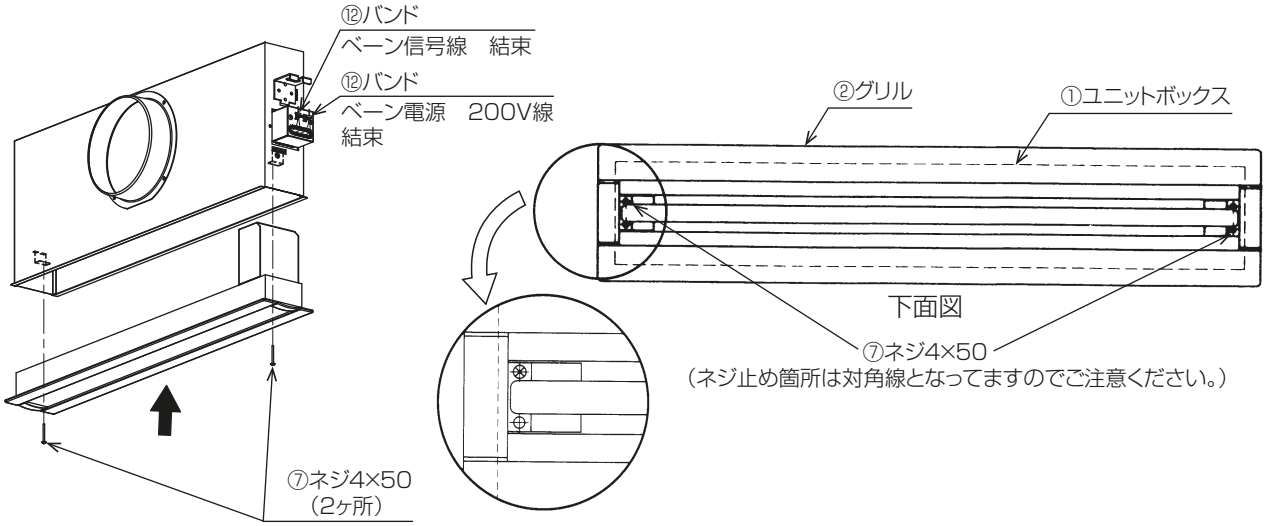

図 16
• ②グリルをユニットに差込み、⑦ネジ 4 × 50 のネジを対角線にネジ止めしてください。
現地手配の線（電源線、伝送線）をそれぞれ⑫バンドで結束して作業終了です。（**図 16**）